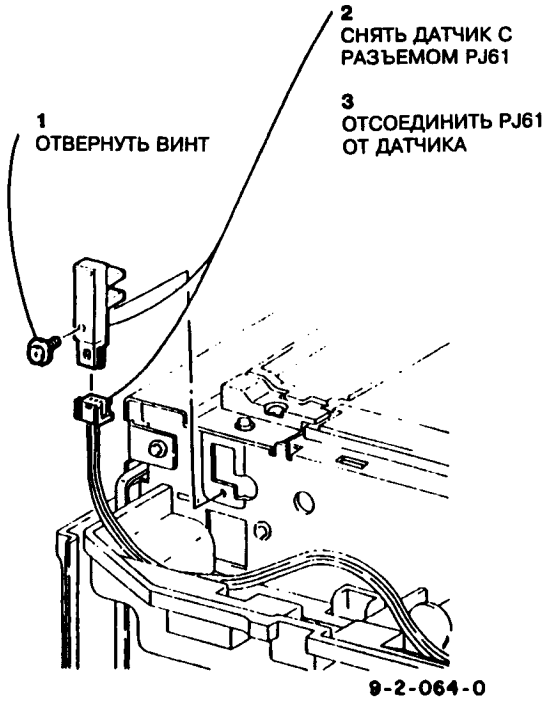

Рис.1 Снятие датчика
2. Снять датчик оптической регистрации (рис.1).